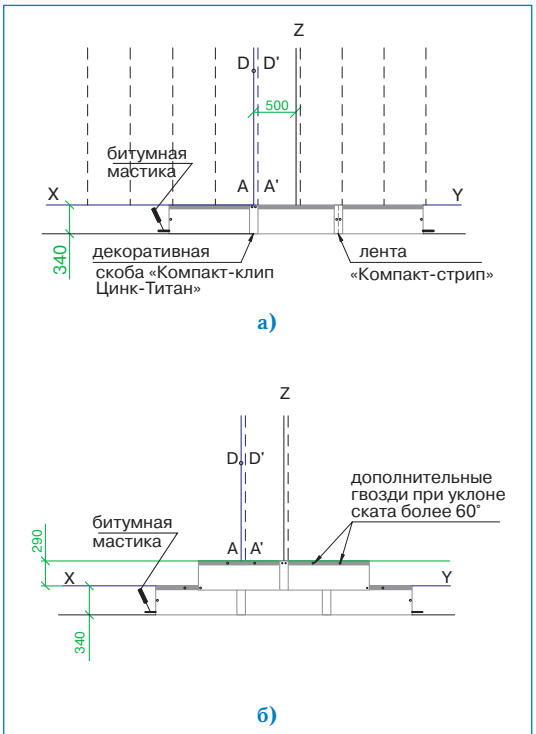

Рис. 2
Укладка материала *(рис. 2)*
- укладка черепицы начинается от линии AD, при этом ее верхний край выравнивается по линии XY (рис. 2а);
- листы первого ряда укладываются встык и фиксируются двумя гвоздями по центру коротких сторон на расстоянии 2 см от края (рис. 2а);
- правая сторона скобы «Компакт-клип Цинк-Титан» выравнивается по линии A'D' и фиксируется двумя гвоздями через специальные отверстия (рис. 2а);
- листы второго ряда черепицы укладываются от линии Z, их нижний край выравнивается по линии, параллельной XY; каждый лист фиксируется двумя гвоздями в 2,5 см от нижней стороны; стыки закрываются декоративными скобами «Компакт-клип Цинк-Титан», которые также фиксируются двумя гвоздями (рис. 2б);
Каждый лист ПРЕСТИЖ КОМПАКТ ЦИНК-ТИТАН закрепляется четырьмя гвоздями, в соответствии с рекомендациями, приведенными выше (рис. 2б).
При укладке материала на скатах с уклоном более 60° каждый лист дополнительно фиксируется двумя гвоздями в верхней части (рис. 2б).